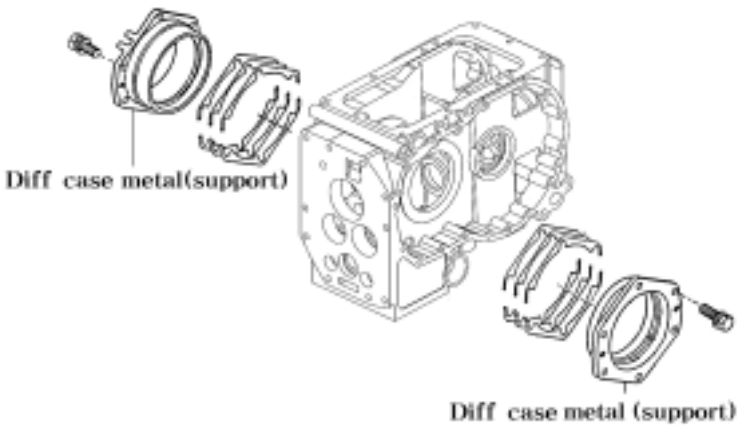

Fig.5-35
h.Backlash adjustment between the drive pinion and the ring pair(Fig5-35)